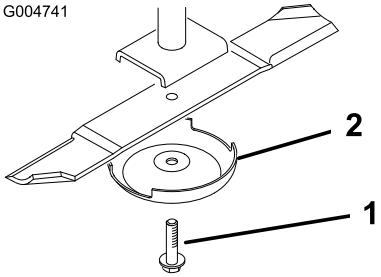

Figur 86
3. Ta bort knivskruven, antiskalbehållaren och kniven från spindelaxeln (Figur 86).